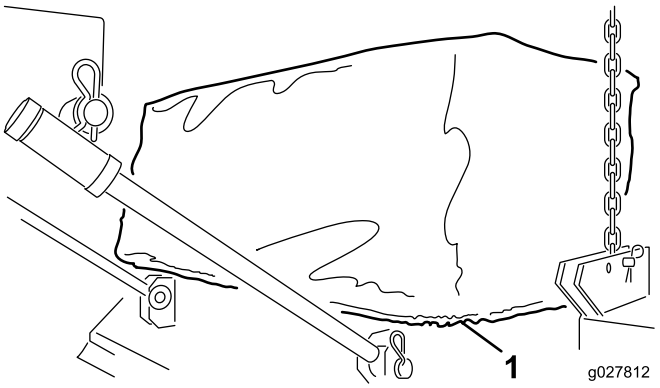

Figur 4
4. Installer stoffringen rundt leppen til åpningen på Versa Vac og dekkåpningerne (Figur 4).